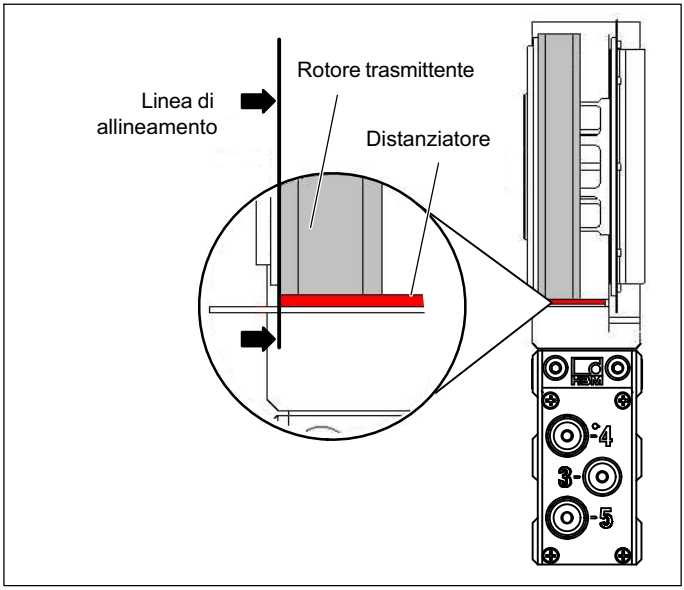

Fig. 8.16 Allineamento assiale del rotore
5. Con l'ausilio dei distanziatori, allineare assialmente lo statore sul rotore. Il bordo del rotore deve coincidere con la linea rossa dei distanziatori, *vedere Fig. 8.16*.